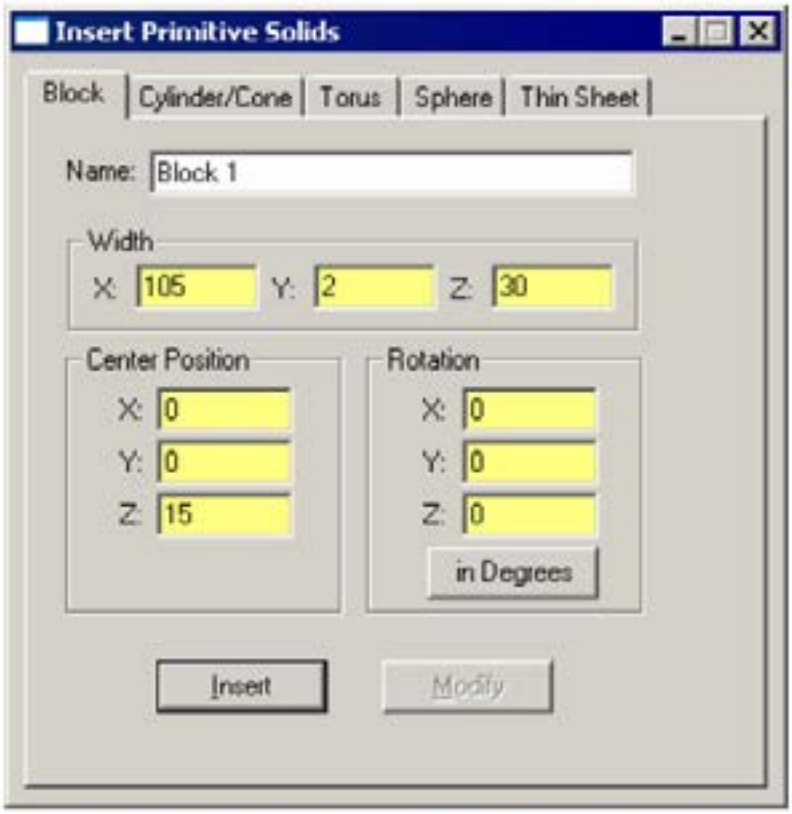

FIGURE 9.18 - Insert a block into a TracePro model as a substrate for the Conical Hole surface.
15. TracePro で、**[ジオメトリ｜プリミティブソリッド]**ダイアログボックスを使用して、図 9.18 に示す寸法でブロックを挿入します。